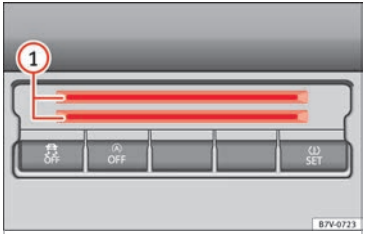

Fig. 105 Centre console, lower section: card compartment
To the bottom of the centre console there is a compartment ››› **Fig. 105** (1) for coins, cards, car park tickets and similar items.